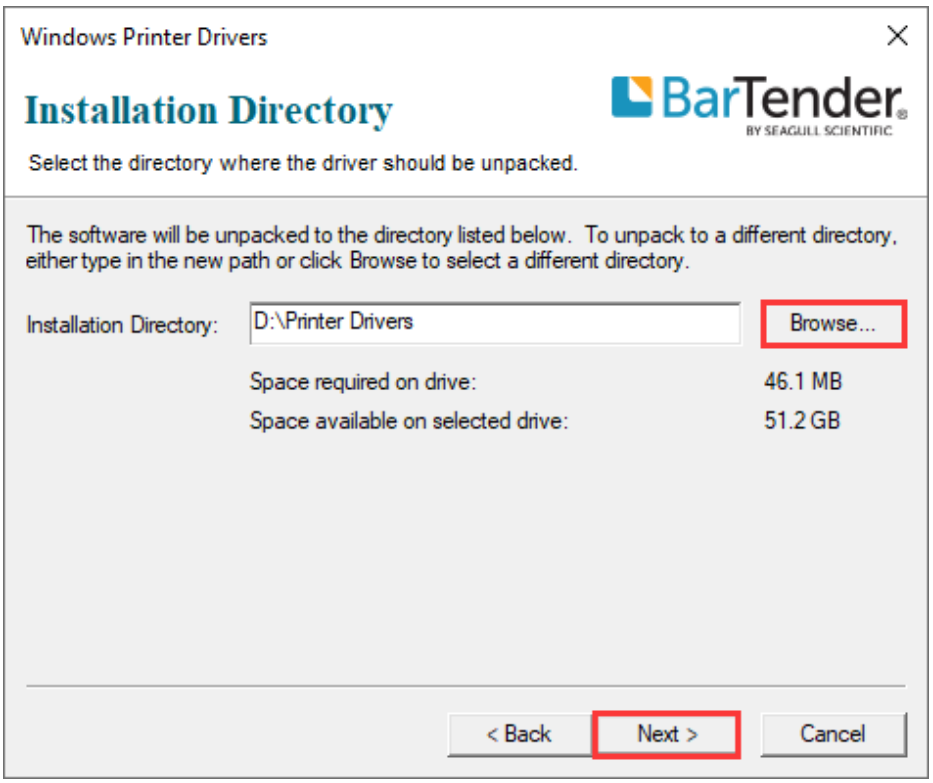

Figure 2-21 Installation Directory Screen
4. The "Installation Directory" screen displays. Click "Browse…" and select where the files will be installed, then click "Next", as shown in Figure 2-21.